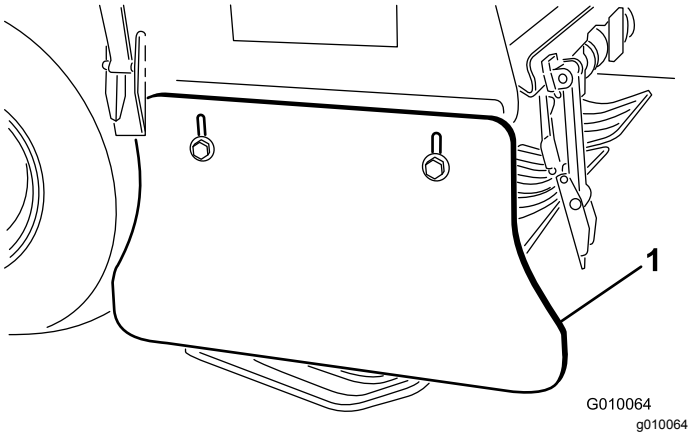

Figur 66
2. Løsn de bolte og møtrikker, der fastgør sideskærmen til stellet (Figur 66).